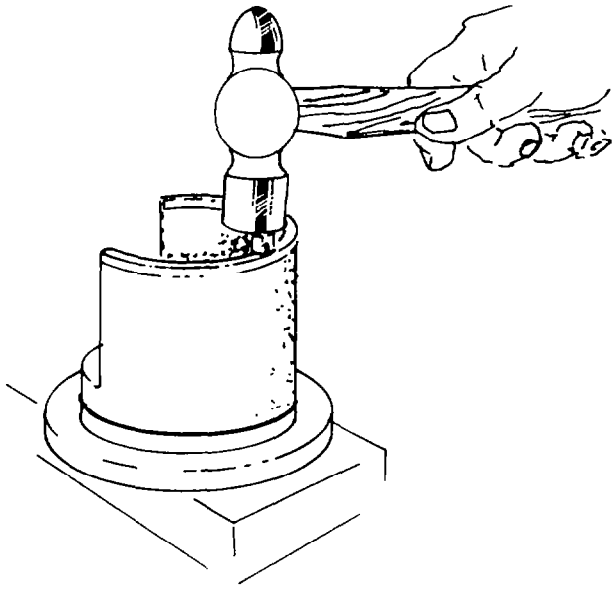

Fig. 313 — Installing Locating Pin
b. Turn the housing over and (after ensuring that the hole is clean and free from lubricant or cleaning fluid) install the locating pin as shown in fig. 313.